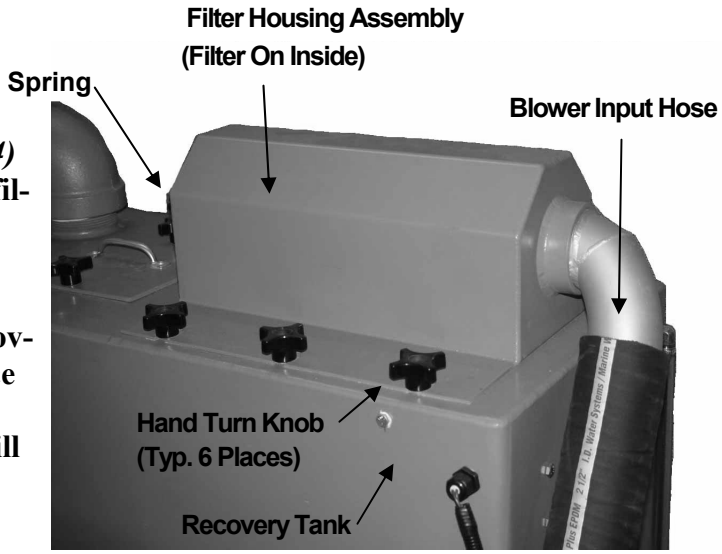
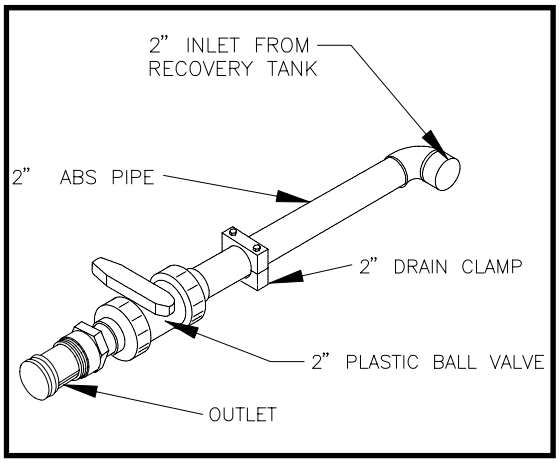

Figure 4-4: Recovery Tank Top
Figure 4-5: Drain Assembly
- **Install the filter and housing assembly onto the top of the recovery tank using the six (6) hand turn knobs.** ***(see Fig. 4-4)*** **Assure that the output connector of the filter assembly slips into the blower input hose properly.**
- **Connect (1) of (2) brown wires from recovery tank to green wire (Ground from face of recovery tank). Connect the second brown wire to the black wire from the kill override switch.**
- **The recovery tank drain piping exits toward the front and immediately turns 90° and runs toward the vehicle's side door. The A.B.S. piping parts should be assembled together with the pipe being cut to the proper length before the parts are glued.** ***(see Fig. 4-5)***